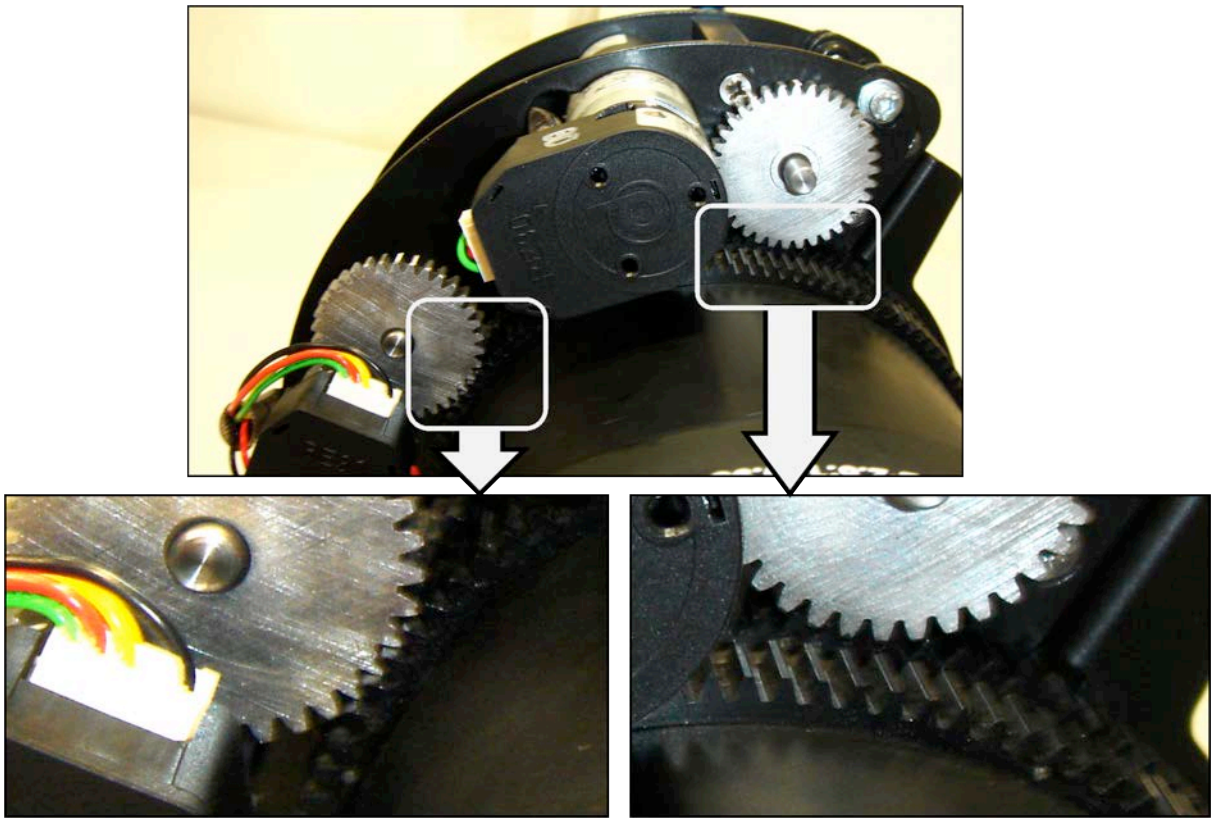

Figure 3-11 Engage gears
8. Allow the motor gears to mesh with the lens gears. (***Figure 3-11***).